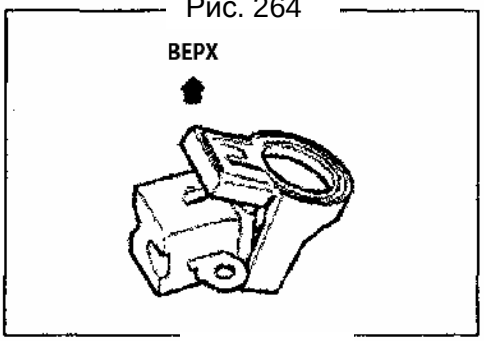

Рис. 265
11) Затем установите крышку щеточного узла (Рис. 265).